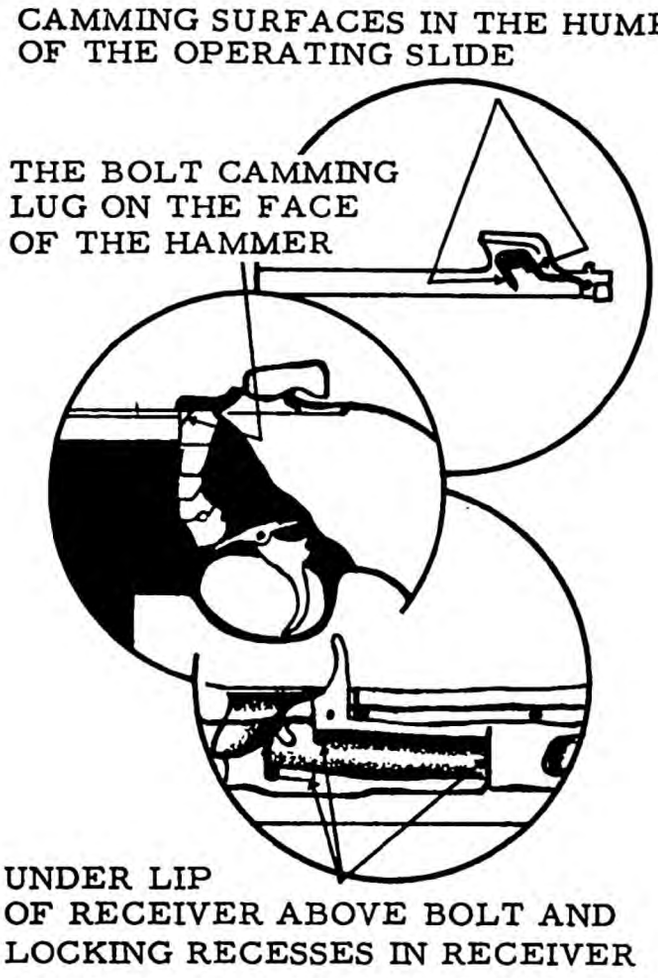

Figure 2-36. Points on which to apply rifle grease.
(1) Clean bore of preservative oil or obstructions.
(2) All metal parts should have a thin film of oil.
(3) All points of excessive wear should be coated with rifle grease. (Fig. 2-36.)